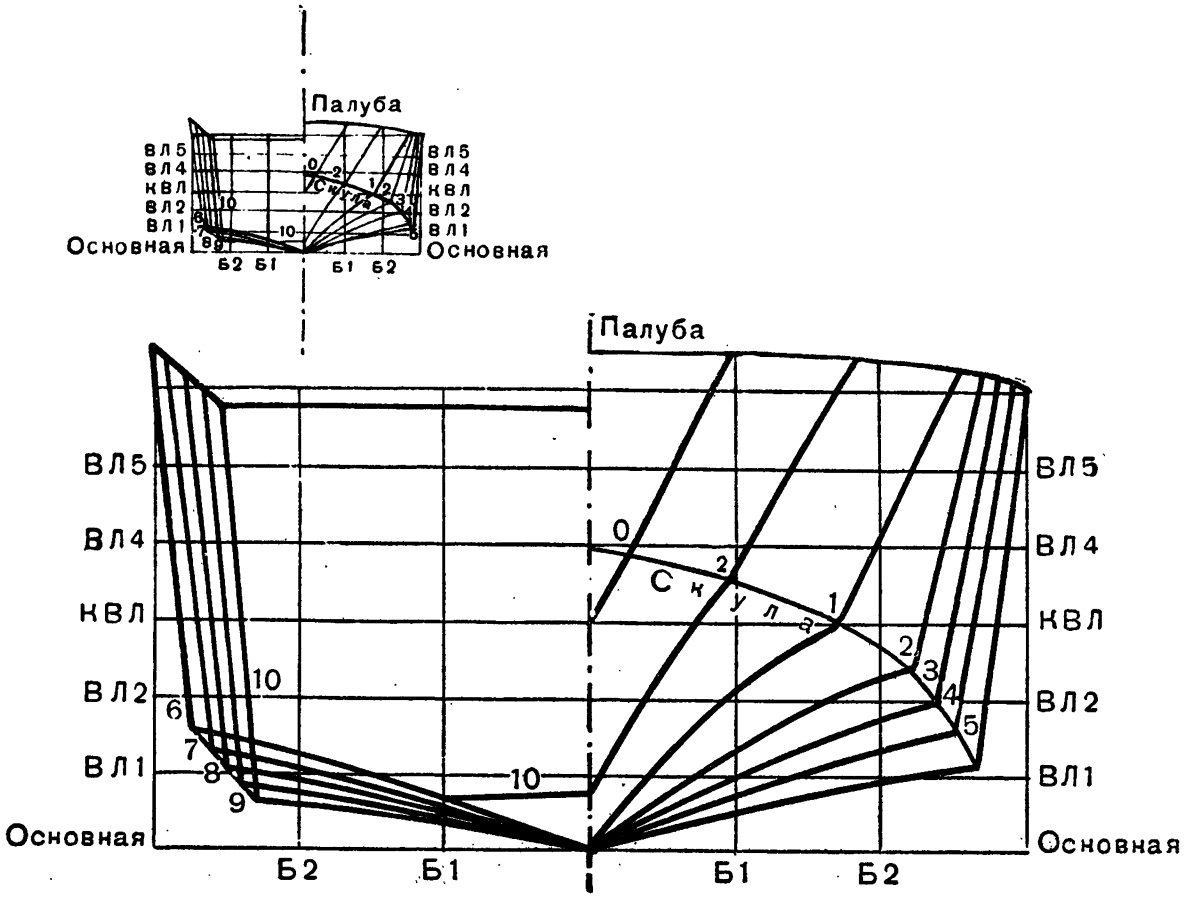

Рис. 7. Вычерчивание теоретического корпуса модели.
1. Вычерчивание сетки с ватерлиниями, батоксами. При этом размер ее увеличивается пропорционально принятому масштабу; например, чертежи корпуса модели вычерчены в масштабе М=1 : 400, моделист принял масштаб М=1 : 100. Для этого ему необходимо сетку ватерлинии с батоксами вычертить в четыре раза больше (рис. 7, справа).